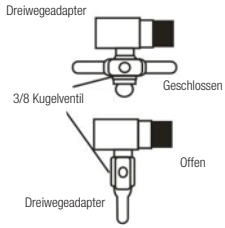

Abbildung A-3
3. Installieren Sie das 3/8” Metallkugelventil auf dem Speisewasseradapter (Dreiwegeadapter) mithilfe eines Teflonbandes, sodass dies sich leicht bedienen lässt (Abbildung A-3).